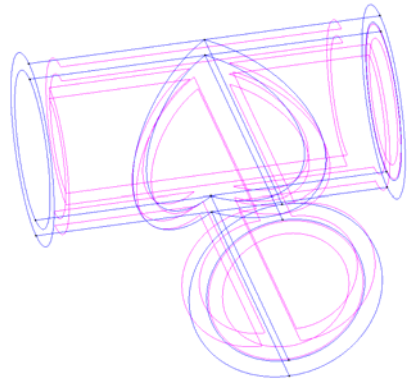

Figure 27. Final configuration after deleting surfaces and lines
2. Choose **Geometry→Delete→Lines**. Select the lines defining the end of the second pipe (foreground) that are still inside the first pipe (background). The result is shown in Figure 27.